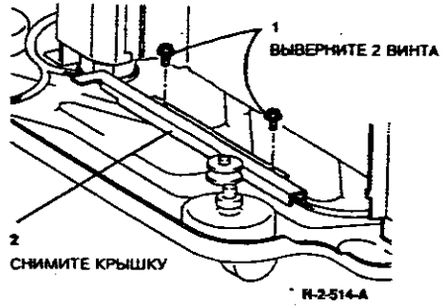

**Рисунок 6. Снятие крышки кабеля**
9. (Рисунок 6) Снимите крышку кабеля.